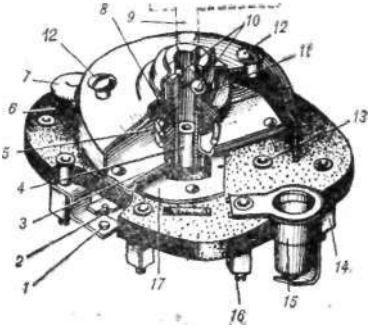

Рис. 72. Центральный переключатель с замком зажигания:
ЗАМОК ЗАЖИГАНИЯ С ЦЕНТРАЛЬНЫМ ПЕРЕКЛЮЧЕНИЕМ. Замок зажигания с центральным переключением (рис. 72) расположен в фаре и пред-' назначен для включения системы зажигания, большой лампы фары и габаритных фонарей. Центральный переключатель включает в себя панель *6* с клеммовыми стойками *16,* ротор *8* с ползунком *3* и два контакта: неподвижный контакт *1,* соединенный со стойкой «Б» и подключенным к ней проводу (голубого цвета) - от
3. Подгорание или слабое касание контактов *1* и *2* (рис. 72).